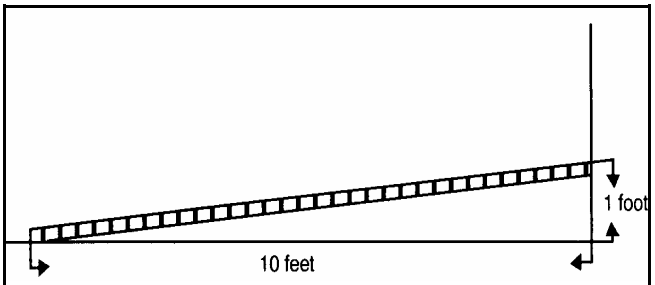

Figure 1. *A 10% slope is represented by leaning a board against the wall with the top at 1 foot and the base set 10 feet away from the wall.*
- steep slopes of greater than 10% (see figure 1)